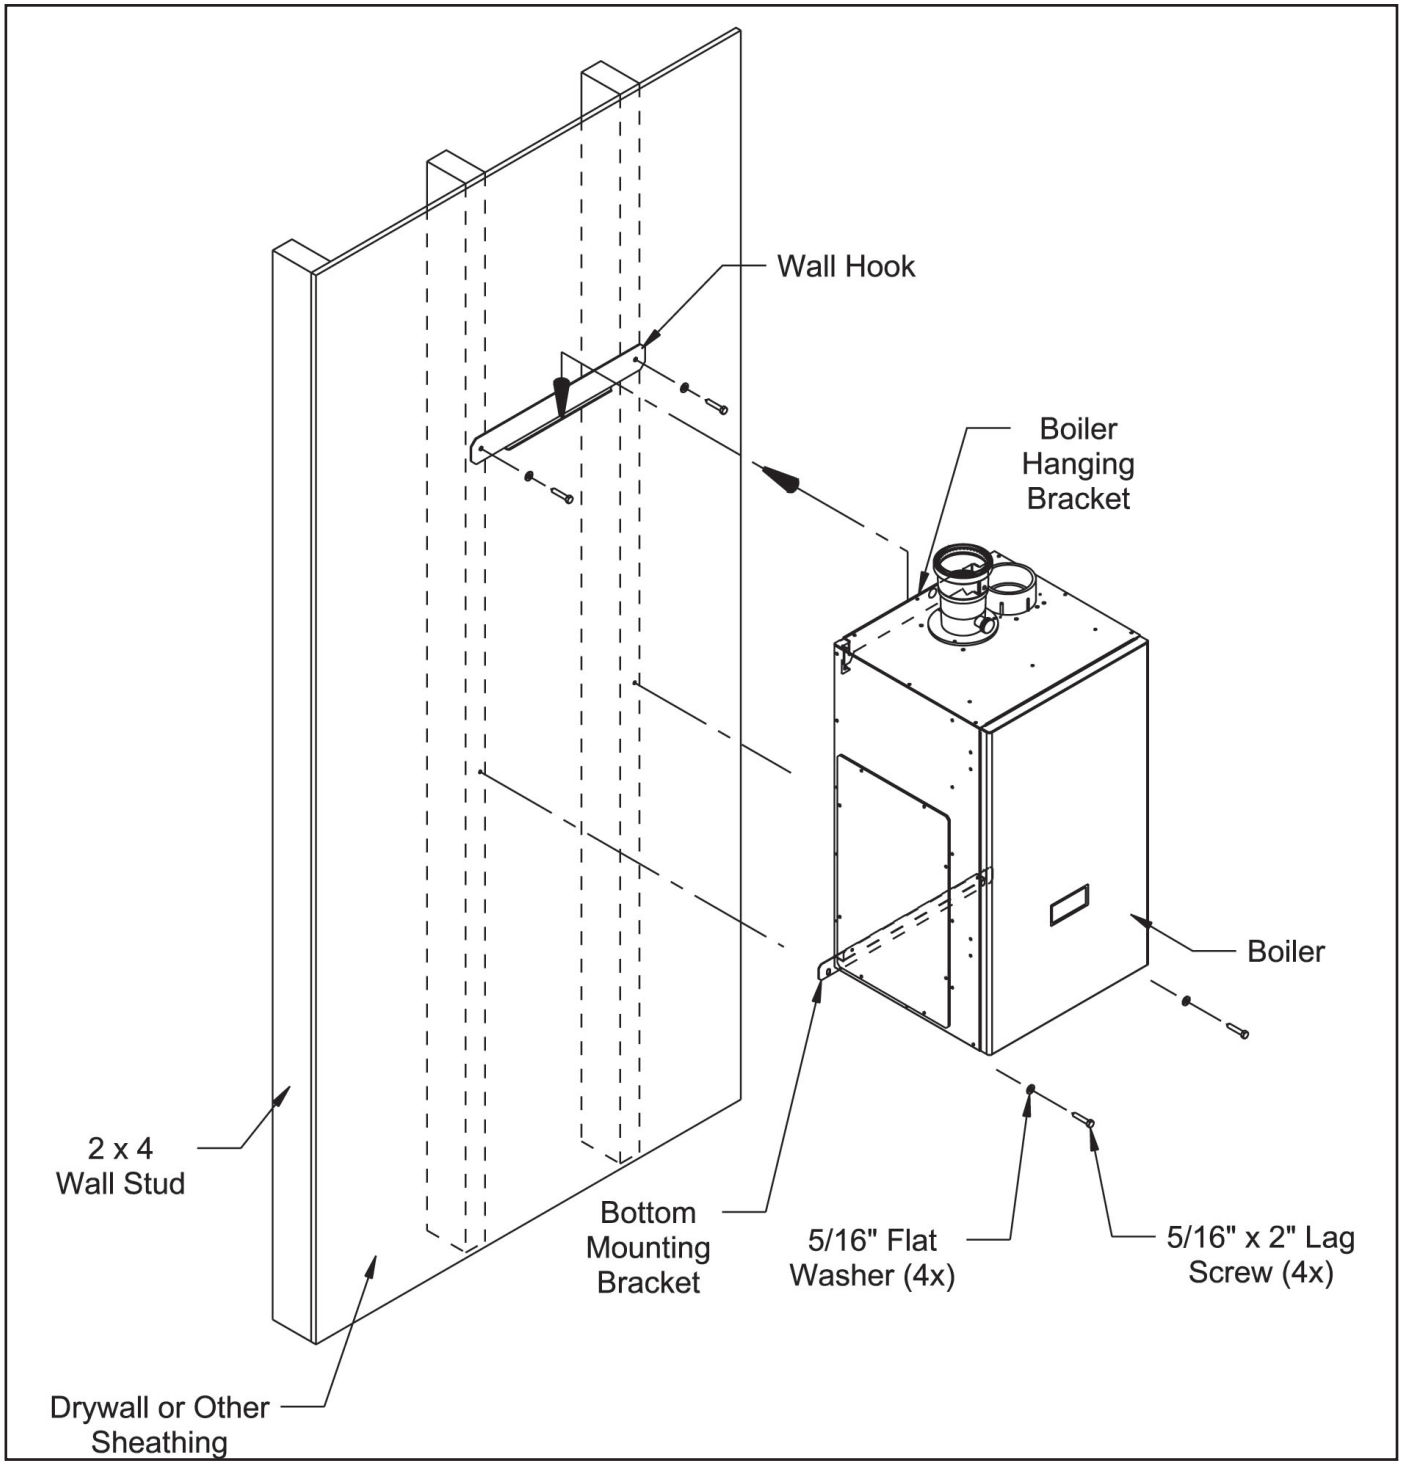

Figure 5.2 Boiler Mounting Bracket Installation / Boiler Wall Mounting
6. The wall mounting hook is used to secure the boiler to the shipping pallet. Remove this hook from the pallet and secure to the wall using the 5/16” x 2” lag screws and washers, or other suitable anchors as appropriate (Figure 5.2). Make sure the hook is level.
7. Hang the boiler on the wall hook as shown in Figure 5.2.
8. If not already done in Step (5) locate and drill holes “C” and “D” using the obround slots in the bottom mounting flange. Secure the bottom flange to the wall using the 5/16”x 2” lag screws, or other fasteners as appropriate (Figure 5.2).